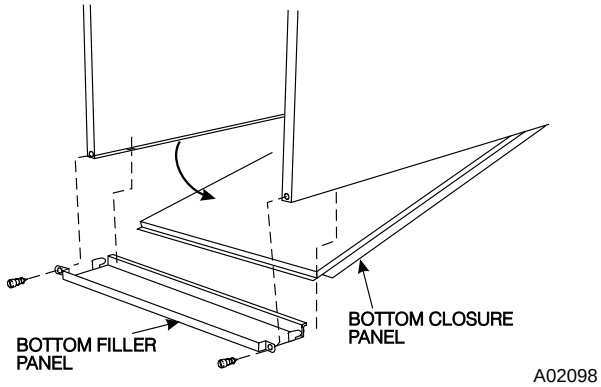

Fig. 9—Removing Bottom Closure Panel
1. Tilt or raise furnace and remove 2 screws holding bottom filler panel. (See Fig. 9.)
NOTE: Bottom closure must be used when leveling legs are used. It may be necessary to remove and reinstall bottom closure panel to install leveling legs. To remove bottom closure panel, see Fig. 9.